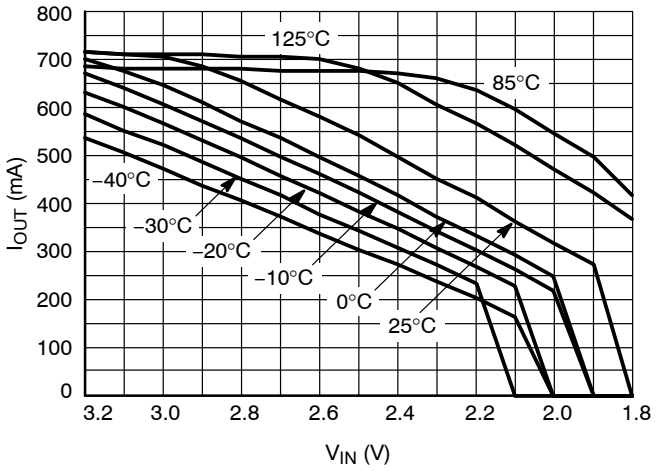

Figure 22. Output Current Capability for the 1.5 V Version
28. For output current capability for T_A < 0°C, please refer to Figure 22.